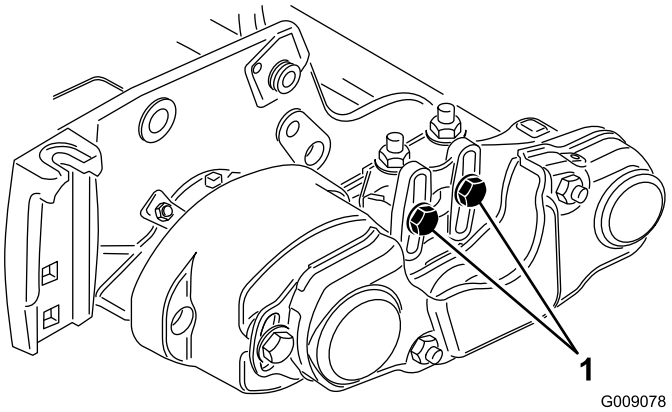
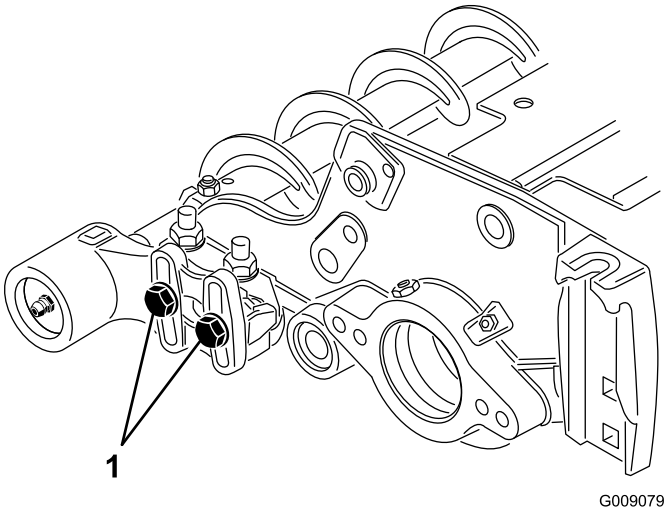

Figuur 12
Figuur 13
15. Draai de twee bouten los waarmee de lagerbehuizingen van de rolborstels aan de montagebeugel zijn bevestigd (Figuur 12 en Figuur 13).